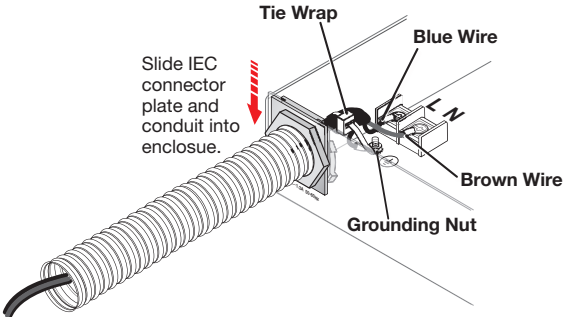

**Figure 11. Install the Conduit Assembly**
10. Connect the blue hot (line) and the brown neutral wires to the terminal block on the PCB using the two screws removed back in step 3. Use the included zip tie wrap to secure the two wires together close to the terminals (see figure 11).
11. Connect the ground wire, as shown in figure 13 above, to the grounding stud located on the bottom of the enclosure using the nut removed in step **4.** Remove the ground wire nut from the grounding stud located on the bottom of the enclosure as shown in figure 11, above. Place the nut with the other screws to be used later.